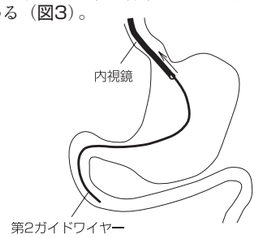

図3
9. 第２ガイドワイヤーが抜けないように注意しながら経鼻内視鏡を抜去する。この時経鼻内視鏡を抜きながら、ガイドワイヤーを送り込むように行う。なお、その時は必ずX線透視下で進める（**図3**）。